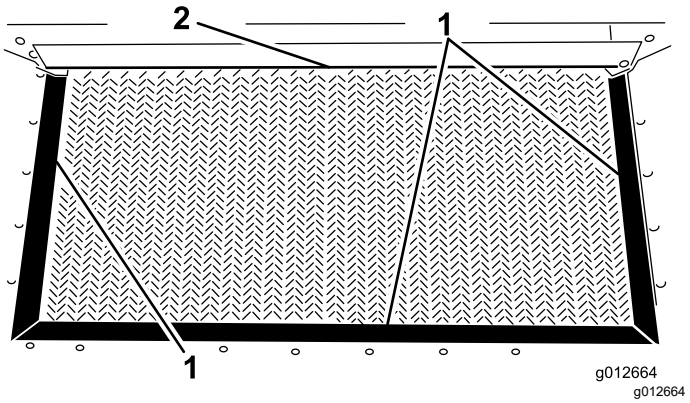

**Figur 27**
3. Inspektera trågets tätningar och grindkanten så att kanterna inte är slitna eller trasiga (Figur 27).